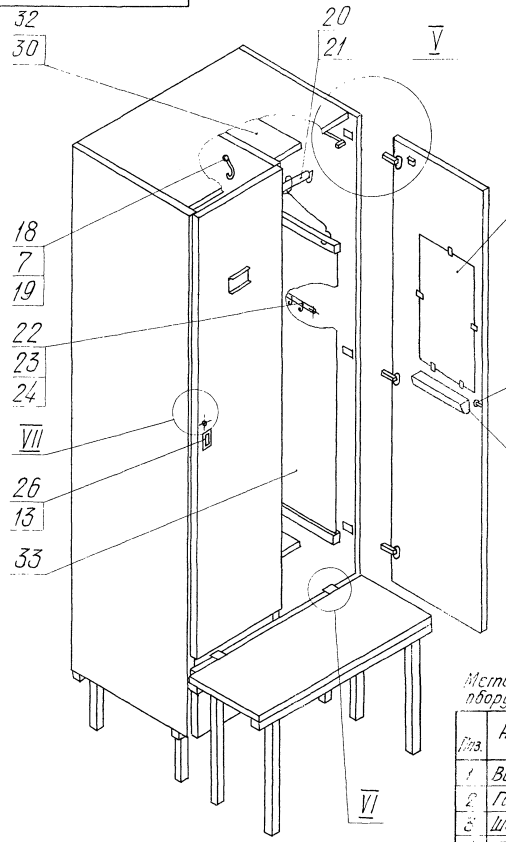

Рис. 4
3. По схемам, указанным на рис. 4 и 5, произвести навеску дверей, при помощи петель 16 и шурупов 8; 11; 12. Зафиксировать двери остановами 17, предварительно прикрепленными к верхней горизонтальной стенке шурупами 7.